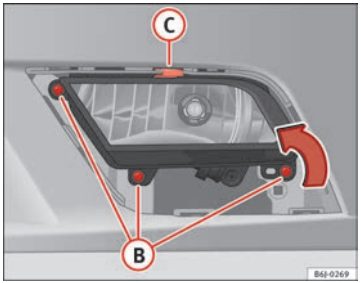

Fig. 162 Faro antiniebla
– Retire los tornillos (3x) ⇒ fig. 162 (B) para extraer el faro antiniebla.
– Retire la grapa metálica situada en la parte superior del faro antiniebla tirando hacia el exterior del vehículo ⇒ fig. 162 (C). ■